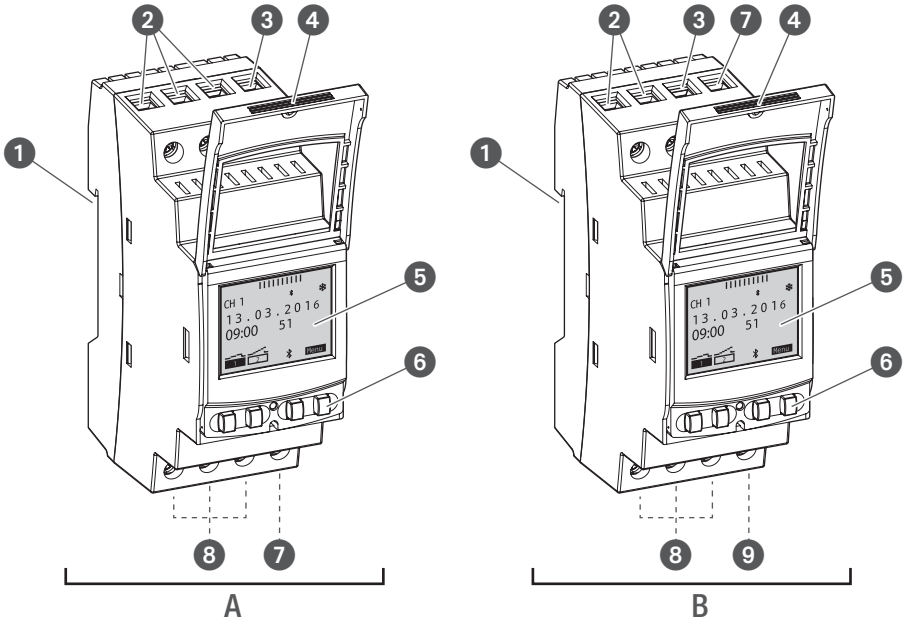

Fig. 1: Interruptor horario de carril DIN
El interruptor horario de carril DIN es un interruptor horario que puede montarse en un carril DIN (Fig. 1/❶) por medio de un sistema de montaje rápido; sirve para controlar el aparato conectado a él. El interruptor horario de carril DIN dispone de 1 o 2 canales y se maneja a través de un display (Fig. 1/❺) con 4 botones de mando (Fig. 1/❻). El interruptor horario de carril DIN puede programarse manualmente o desde un dispositivo móvil. La frecuencia de la señal de radio es de 2,4 GHz y la potencia máxima de emisión de 1,8 mW.